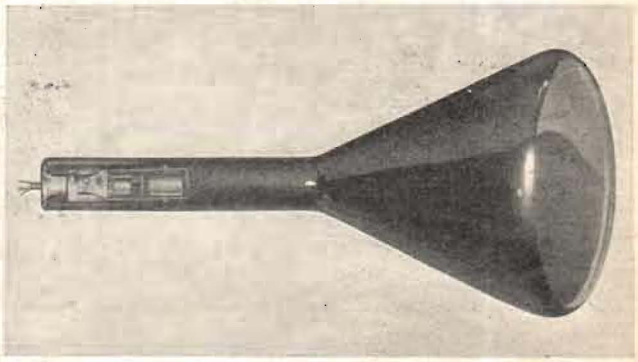

*Fig. 2. Äldre katodstrålrör med gasfyllning. Vinjettbilden visar ett modernt, högevakuerat katodstrålrör för television.*
*Fig. 2. Anordning för erhållande av automatisk selektivitetskontroll. Inre motståndet hos regulatorröret V ligger prallellt över en av stämkretsarna, som kraftigt dämpas då inre motståndet hos regulatorröret är litet, d. v. s. vid starka signaler.*
Det moderna katodstrålröret för television skiljer sig från det ursprungliga braunska röret genom en anordning för modulering av ljusstyrkan. Denna ändring av katodstrålens intensitet får ej inverka på dess riktning. Katoden är av indirekt uppvärmd typ. Med hänsyn till katodens livslängd har Telefunken övergått från de gasfyllda rören (fig. 2) till högvakuumrör (vinjettbilden). Dessa äro försedda med ett speciellt elektrodsystem, en »elektronlins», vars brännpunkt sammanfaller med fluorescensskärmen.